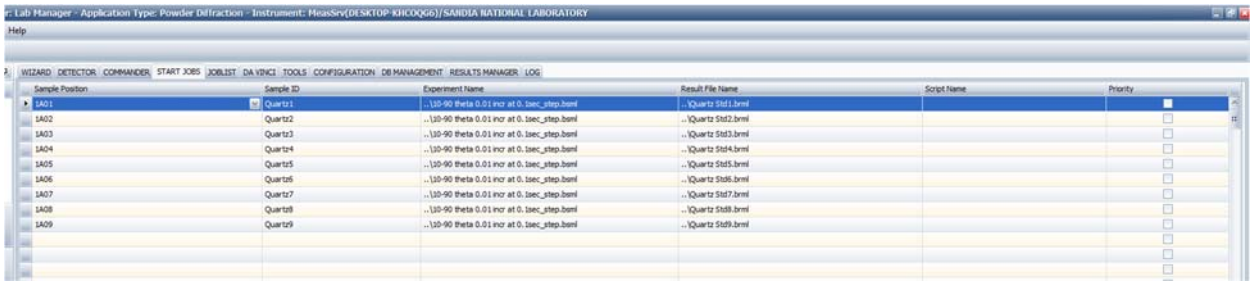

Figure 8. Example of Start Jobs Application
10. When using the “Start Jobs” tab numerous samples can be started in sequence and the data will be automatically saved to the file name that is input into the editable fields. Figure 8 shows an example of the “Start Jobs” application.